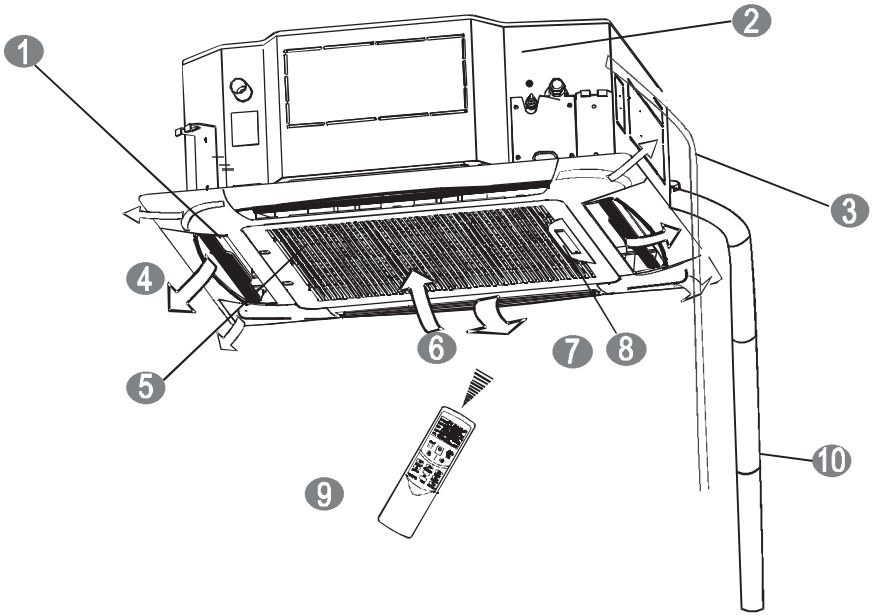

Fig. 1 – Parts List
– Fig.1 is only a sketch. Different models may differ slightly.